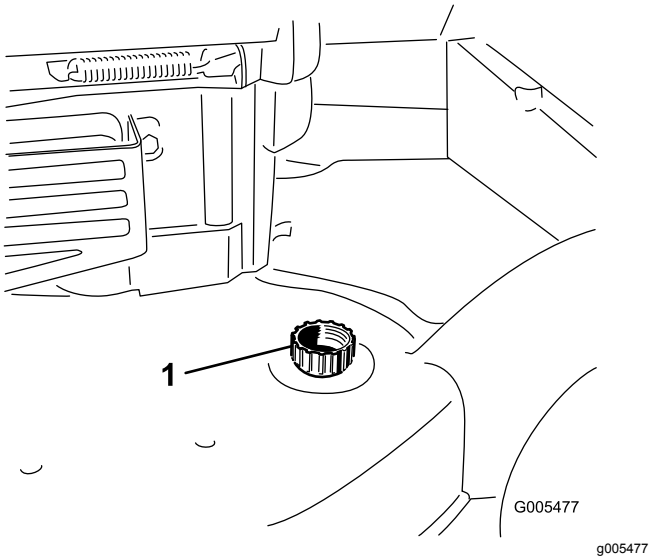

Figur 45
3. Fastgør en haveslange, der er sluttet til vandforsyningen, til gevindport (Figur 45).